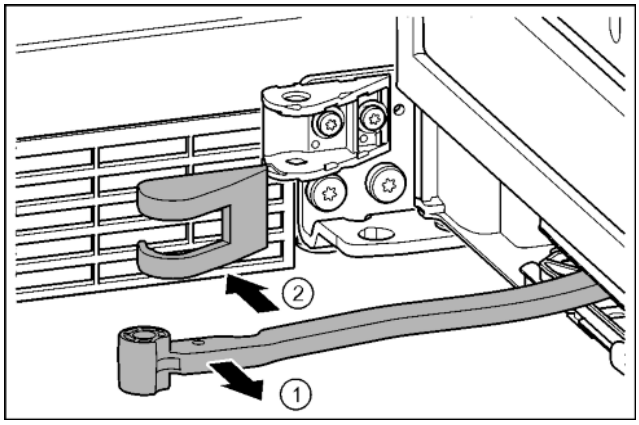

*Fig. 18*
- ▶ Turn the hinge in the direction of the door. *Fig. 18 (1)*
- ▶ Remove the mounting block cover. *Fig. 18 (2)*